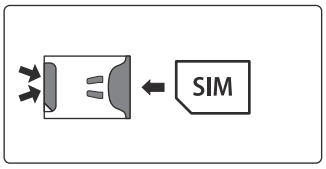

Fig. 51
2. To remove the SIM card carefully use the end of a small flat head terminal driver (indicated with the two arrows on the left side of the SIM holder where the edge of the SIM can be seen, **Fig.51**) and gently push the nano SIM to the right.